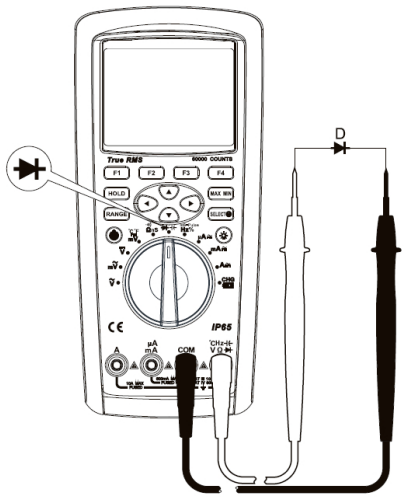

Figura 10
2. Posicione a chave rotativa para ***"◀ ⊣⊢"*** ,pressione o botão SELECT para selecionar a medida de capacitância e então conecte as pontas de prova nos terminais do capacitor a ser medido, conforme ***Figura 10***.
2. Posicione a chave rotativa para ***"◀ ⊣⊢"*** , a função teste de diodo é padrão, então conecte as pontas de prova nos terminais do diodo a ser medido em configuração de polaridade direta (ponta positiva no anôdo e ponta negativa no catodo), conforme ***Figura 10***. Pressione a tecla de funções ***"F1"*** (MENU)